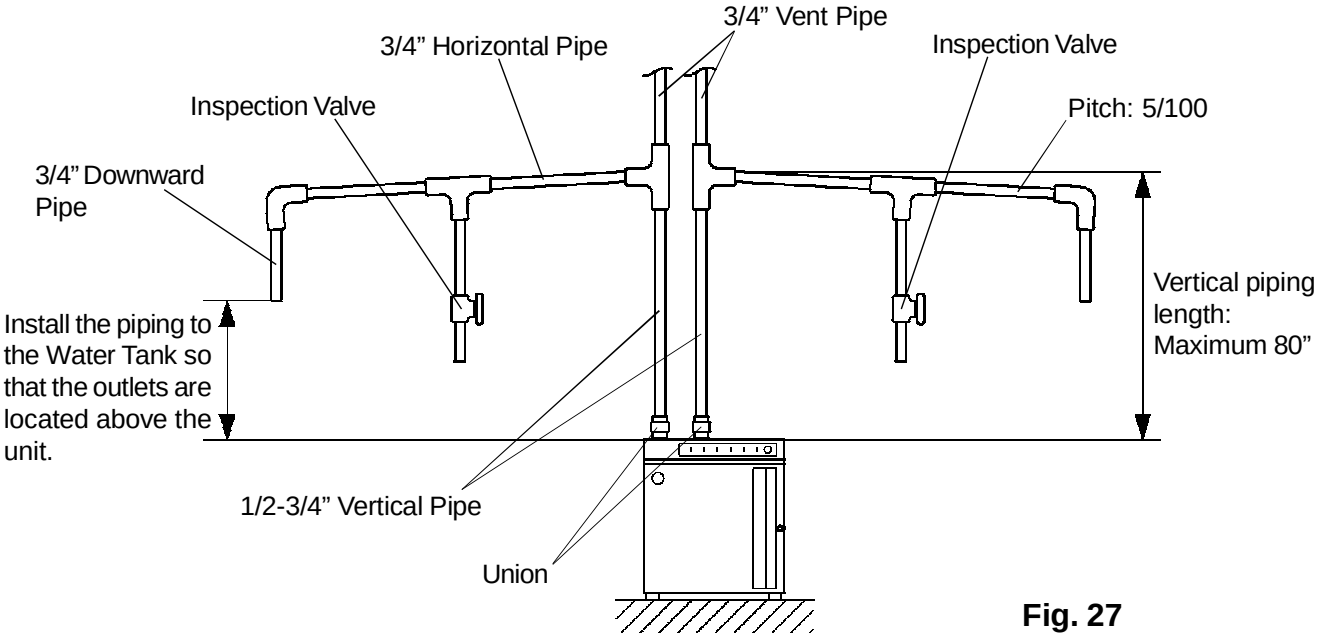

Fig. 27
Note: The vertical length of the pipes for electrolytic water should be a maximum of 80”. The electrolytic water may not be able to flow or the flow rate may not be maintained if the piping length is outside of this range. Install the piping to the Water Tank so that the outlets are located above the unit. The difference in the gas amount between acid water and alkaline water may change the flow rate balance and cause poor performance. Use unions between the pipes and the unit so that the hoses can be removed from the unit easily. See Fig. 27.
Note: Use 1/2-3/4” pipes for vertical piping and 3/4” for horizontal piping and vent piping. This can reduce the influence of scale in the alkaline water pipe and help stabilize the amount of alkaline water to generate. Also be sure to have about 5/100 pitch (downward) for horizontal piping. See Fig. 27.
* Be sure to install PVC or acid and alkaline resistant inspection valves on the vertical piping to measure acid and alkaline water. See Fig. 27.